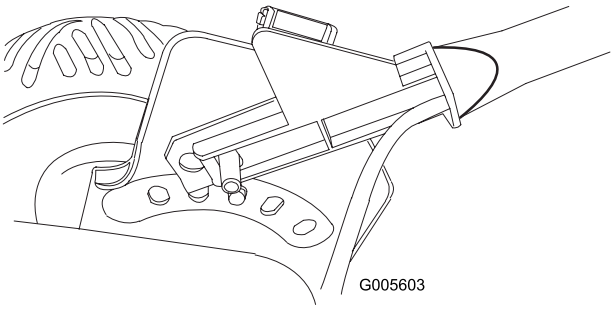

Figuur 5
3. Houd het linker uiteinde van het onderste deel van de handgreep in positie, schuif de kabelgeleider op het rechter uiteinde van het onderste deel van de handgreep, duw het uiteinde van de handgreep en de kabelgeleider naar binnen en plaats deze op de pen op de rechterbeugel van de handgreep (Figuur 5).